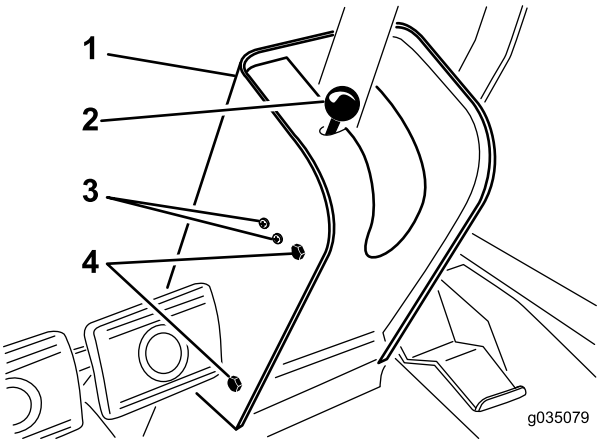

Figur 75
2. Ta bort knoppen från parkeringsbromsspaken och skruvarna från styrkolonnens kåpa (Figur 75).
4. Lossa de skruvar och muttrar som fäster parkeringsbromsbrytaren på vänster sida av styrkolonnen (Figur 75).